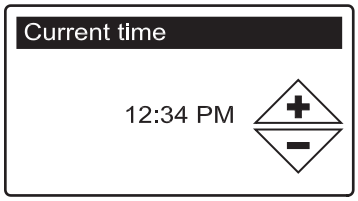

FIG. 27
5. Press the SELECT (○) button to display the Current time screen (See Figure 27).